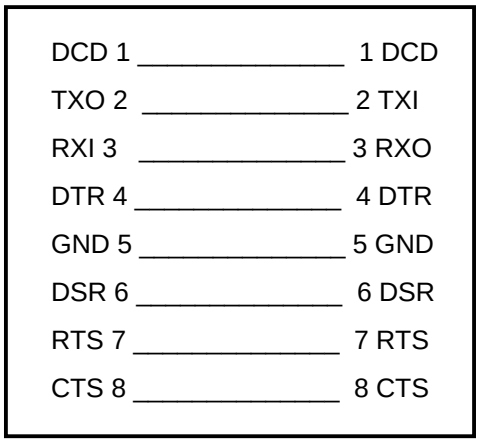

Figure 2-2. RS-232 Cable Pin Connections
To connect the PC at the central site to the RS-232 port of the ISDN Remote Module, you need a cable with a male 9-pin RS-232 cable connection on one end for the ISDN Switch Module. The other cable end must match the user's data application requirements (see Figure 2-2 for pinout information).
1. Connect the 9-pin male end of the DB9 cable to the RS-232 port of the Switch Module (see Figure 2-2 for pinout information).